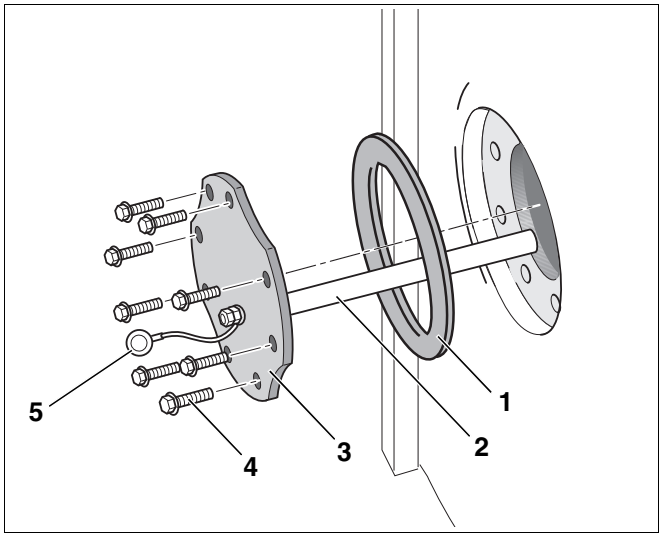

Rys. 17 Montaż anody magnezowej
- Ponownie zamontować anodę magnezową (rys. 17, **poz. 2**) wraz z pokrywą otworu wyczystkowego.
- Producent zaleca, aby wraz z montażem nowej anody magnezowej zakładać nową uszczelkę pokrywy otworu wyczystkowego (rys. 17, **poz. 1**), co pozwoli uniknąć nieszczelności zasobnikowego podgrzewacza c.w.u.
- Dokręcić ręcznie śruby z łbem sześciokątnym (rys. 17, **poz. 4**) na pokrywie otworu wyczystkowego.
- W celu prawidłowego działania anody magnezowej, przykręcić za pomocą śruby sześciokątnej okrągły uchwyt kabla uziemiającego (rys. 17, **poz. 5**) na pokrywie otworu wyczystkowego w taki sposób, aby elementy przewodziły prąd.
- Następnie dociągnąć śruby z łbem sześciokątnym (rys. 17, **poz. 4**) kluczem o trzy czwarte obrotu (odpowiada to zalecanemu momentowi dokręcenia 40 Nm).